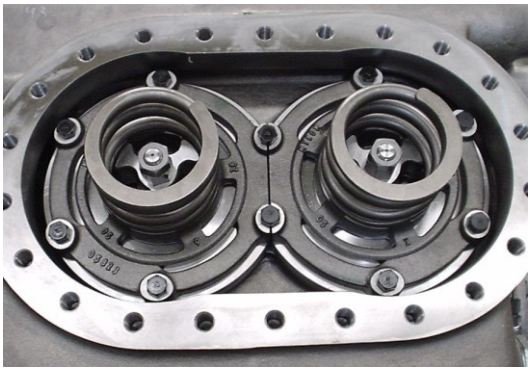

Fig. 5-109 Mounting of the Safety Head Spring
2. Attach the safety head spring to the discharge valve ASSY, as shown in Fig. 5-109.